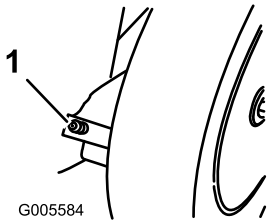

Figuur 17
5. Veeg de smeernippels af met een schone doek (Figuur 17).